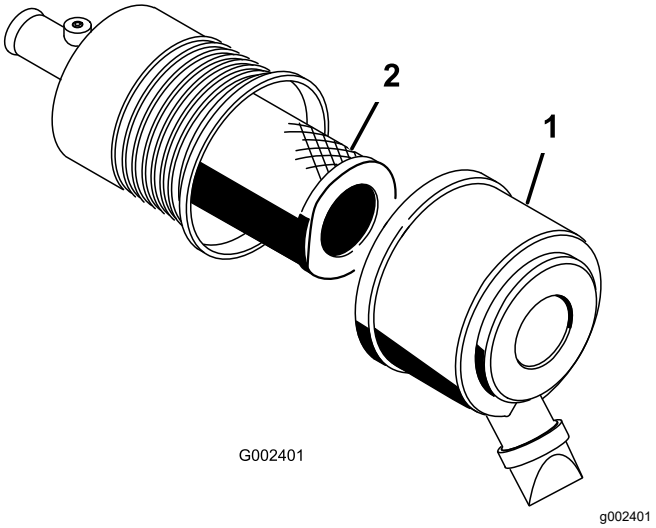

Figur 54
1. Utløs låsene som fester luftrenserdekslet til luftrenserhuset (Figur 54).
2. Fjern dekslet fra luftrenserens kropp (Figur 54).
4. Ta ut og skift ut filteret (Figur 54).